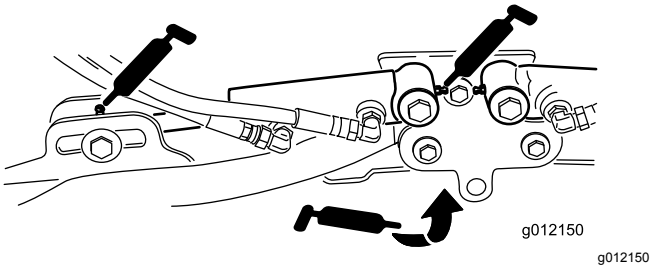

Figur 42
- Løftearmssylindere for klippeenheten (2 hver) (Figur 42)
- Løftearmsdreietapper (1 hver) (Figur 42)